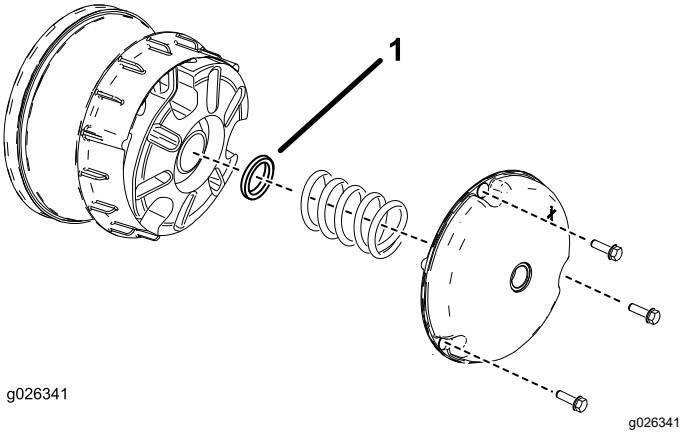

Figuur 59
2. Verwijder de bouten waarmee de kap van de primaire koppeling is bevestigd zoals getoond in Figuur 59.